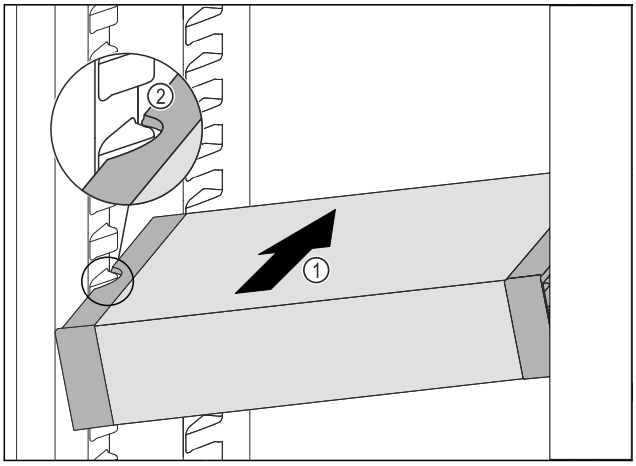

Fig. 206
▶ VarioSafe schuin in het koelgedeelte schuiven *Fig. 206 (1)*, tot de uitsparingen aan de zijkant *Fig. 206 (2)* van de VarioSafe op de hoogte van de rib in het koelgedeelte zitten.